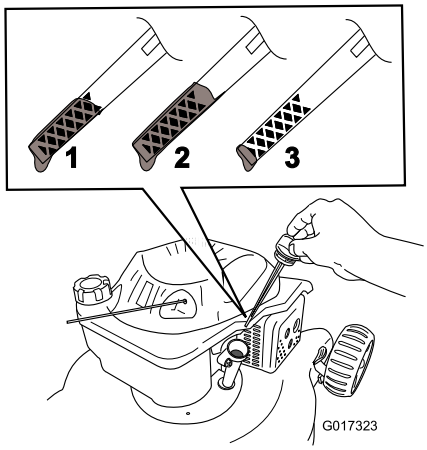

Figur 10
2. Ta ut oljestickan (Figur 10).
3. Fyll **långsamt** på olja i påfyllningsröret tills nivån når markeringen **Full** på oljestickan (Figur 10). **Fyll inte på för mycket.** Maximal påfyllning: 0,55 l, typ: SAE 30 eller SAE 10W-30 renad olja med API-klassificering SF, SG, SH, SJ, SL eller högre.
1. Ta ut oljestickan, torka av den och sätt sedan tillbaka den ordentligt (Figur 10).
2. Ta ut oljestickan och kontrollera oljenivån (Figur 10). Om oljenivån är under markeringen **Add** på oljestickan, fyller du **långsamt** på olja i påfyllningsröret så att nivån höjs till markeringen **Full**. **Fyll inte på för mycket.** (Maximal påfyllning: 0,55 l, typ: SAE 30 eller SAE 10W-30 renad olja med API-klassificering SF, SG, SH, SJ, SL eller högre.)